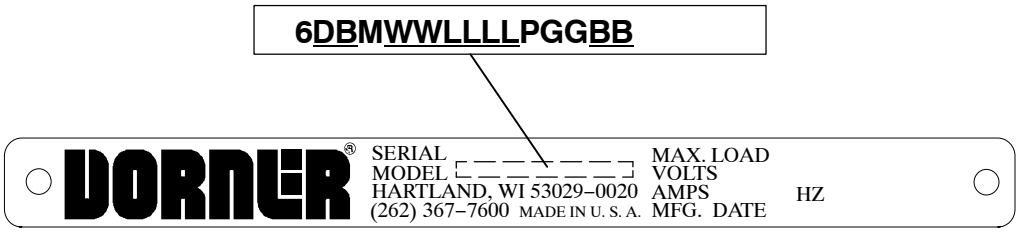

Figure 61
Refer to your serial and model number plate (Figure 61). From the model number, determine conveyor width (WW), length (LLLL), and belt type (BB). Use data to configure belt part number as indicated below.